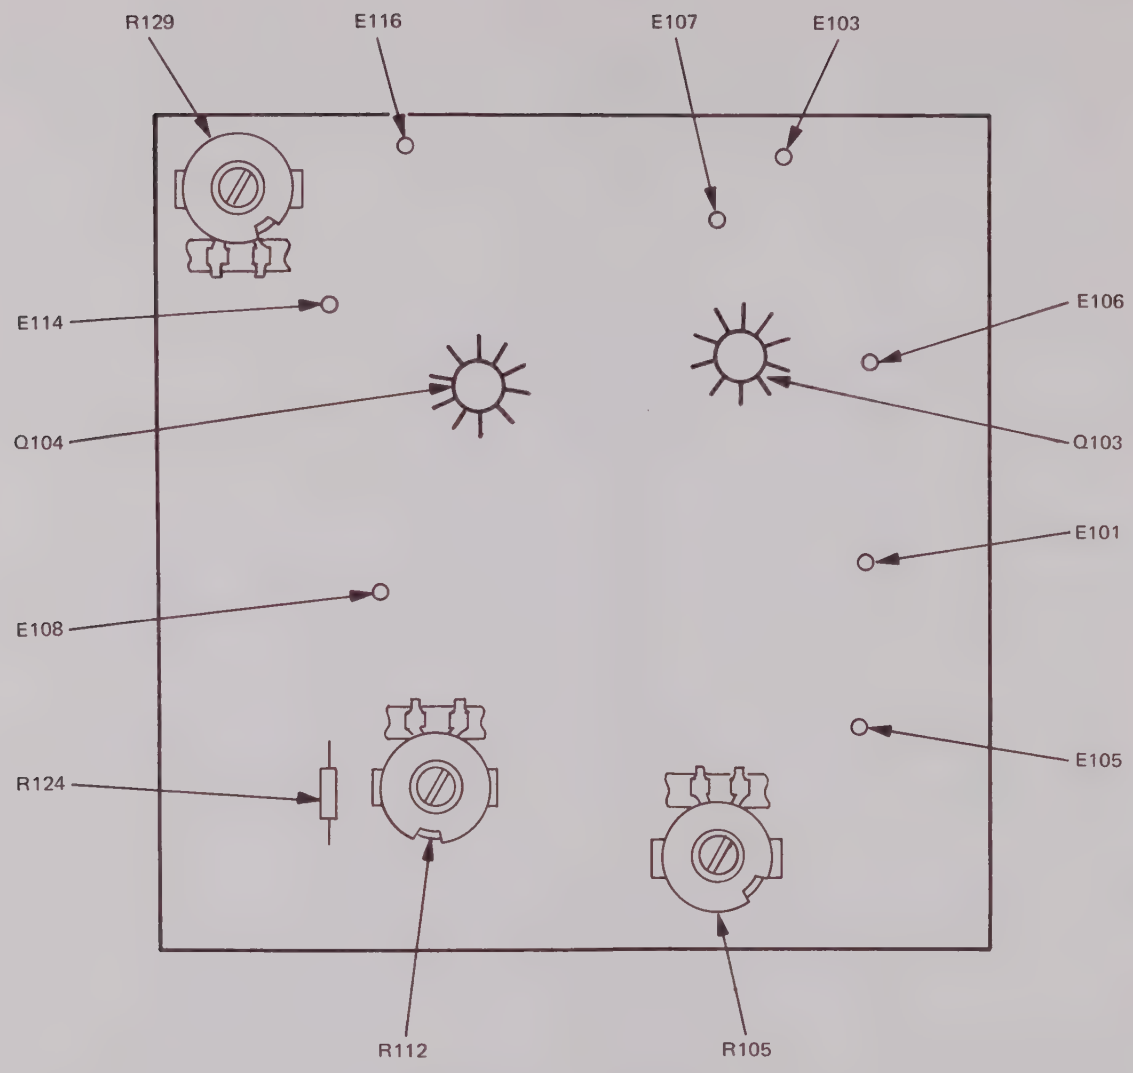

Figure 14-3. Vertical Amplifier Board Assembly A3
14.4.3 VERTICAL AMPLIFIER BOARD ASSEMBLY A3 (FIGURE 14-3).